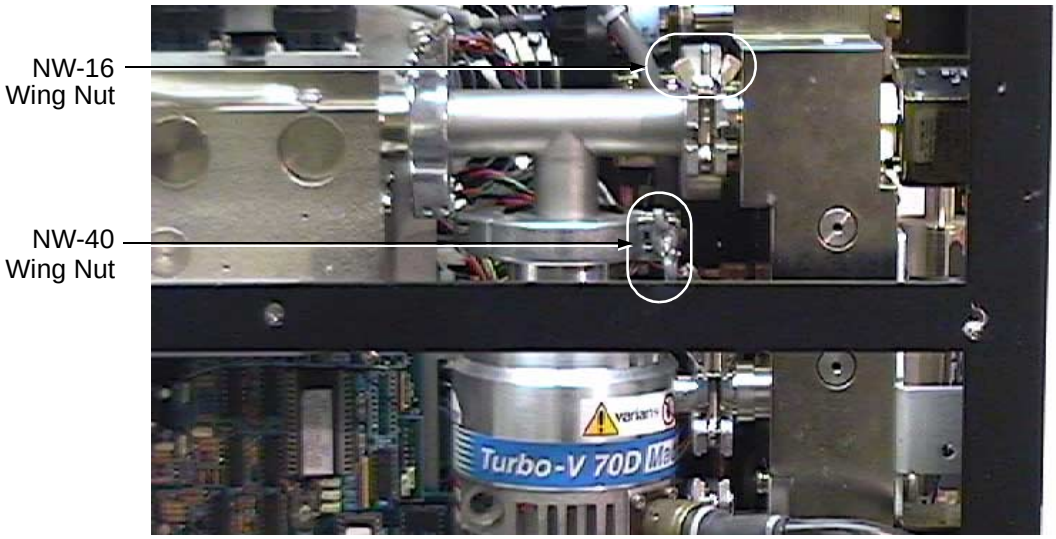

Figure 8-5 NW-25 and NW-40 Quick Clamp on Turbo-to-Spec Tube Manifold
1. Loosen and remove the NW-16 clamp that connects the turbo-to-spec tube manifold to the valve block (Figure 8-5).
3. Loosen and remove the NW-40 clamp at the top of the pump that connects the turbo-to-spec tube manifold to the pump (Figure 8-5).